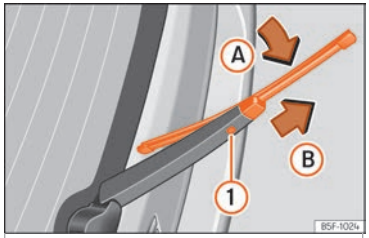

Fig. 85 Cambio de la escobilla de la luneta trasera.
- Rote la escobilla ligeramente ››› fig. 85 (flecha (A)).
- Mantenga presionada la tecla de desbloqueo (1) tirando de la escobilla en el sentido de la flecha (B).
- Inserte en el brazo limpialuneta una escobilla nueva **de la misma longitud y tipo**, en sentido contrario a la flecha (B) hasta que encastre la tecla (1).